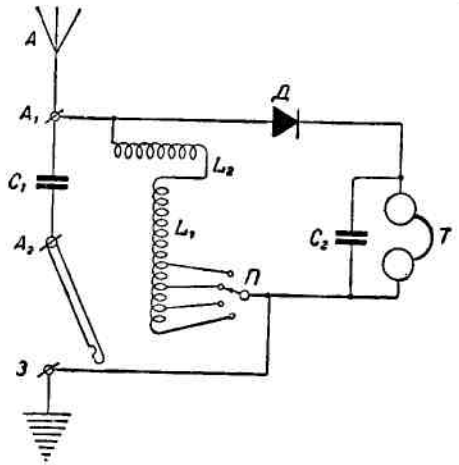

Рис. 1. Принципіальна схема детекторного приймача.
**Схема детекторного приймача.** Всі радіоприймачі, в тому числі і детекторний, будуються за певною схемою. З схеми видно, які деталі застосовано у даному приймачі та як ці деталі з'єднуються між собою проводами. На так званих принципіальних схемах деталі зображаються за допомогою встановлених умовних позначень. На рис. 1 наведено принципіальну схему детекторного приймача. На цій схемі ми й почнемо вивчення умовних позначень, а також розглянемо роботу приймача.